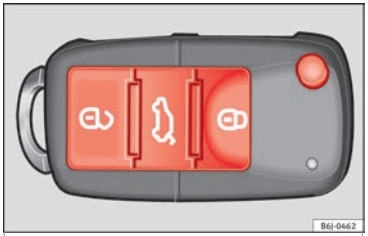

Fig. 5
- Locking: press the 🔒 ››› Fig. 5 button.
- Unlocking: press the 🔓 ››› Fig. 5 button.
- Unlocking the rear lid: press the 🚗 ››› Fig. 5 button until all the turn signals on the vehicle briefly light up.